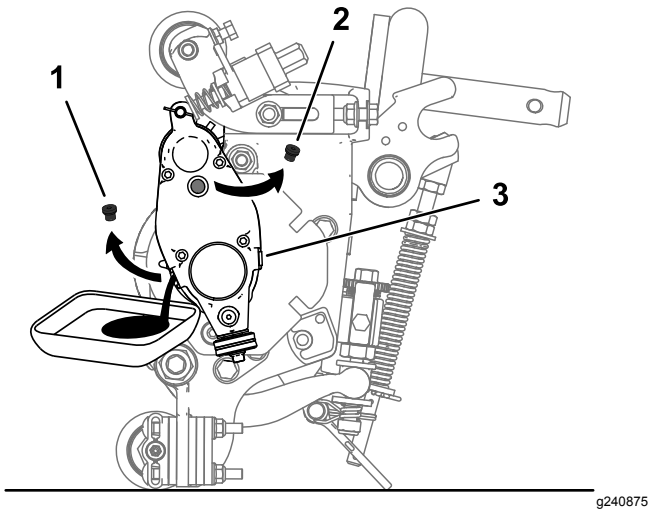

Figure 25
5. Tip the cutting unit back onto the kickstand until the drain port is at the bottom to ensure complete drainage (Figure 25).